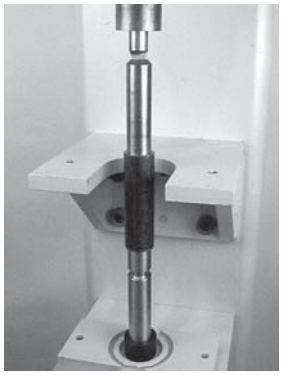

Abbildung 69
4. Mithilfe einer Dornpresse oder einem ähnlichen Gerät das Lager auf Rollenwelle **(Abbildung 69)** drücken.